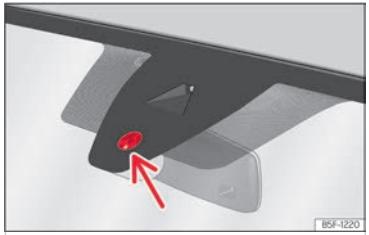

Fig. 110 Superficie sensible del sensor de lluvia.
Las posibles causas de anomalías e interpretaciones erróneas *en la zona de la superficie sensible* ››› **fig. 110** del sensor de lluvia son, entre otras:
- **Suciedad**: el polvo seco, la cera, el recubrimiento de los cristales (efecto loto) o los restos de detergente (túnel de lavado) pueden disminuir la efectividad del sensor de lluvia o hacer que reaccione más tarde, más despacio o que no funcione. Limpie regularmente la superficie sensible del sensor de lluvia ››› **fig. 110** (flecha) y compruebe posibles daños en las escobillas.